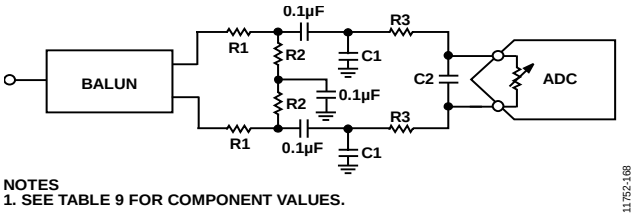

*Figure 115. Differential Transformer-Coupled Configuration for AD9680*
For applications where SNR and SFDR are key parameters, differential transformer coupling is the recommended input configuration (see Figure 115 and Table 9) because the noise performance of most amplifiers is not adequate to achieve the true performance of the AD9680.
For low to midrange frequencies, a double balun or double transformer network (see Figure 115 and Table 9) is recommended for optimum performance of the AD9680. For higher frequencies in the second or third Nyquist zones, it is better to remove some of the front-end passive components to ensure wideband operation (see Figure 115 and Table 9).
*Figure 128. Buffer Current Sweeps, AD9680-500 (SFDR vs. $I_{BUFF}$); $f_{IN}$ < 500 MHz; Front-End Network Shown in Figure 115 Buffer Control 1 (0x018) = 1.0×, 1.5×, 2.0×, 3.0×, or 4.5×*